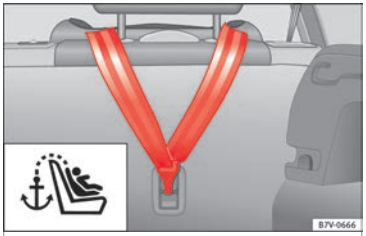

Fig. 38 Upper retaining strap hooked in the luggage compartment
- Hook the upper retaining strap to the corresponding retaining ring (for Top Tether) on the back of the seat backrest on the rear seat ››› **Fig. 38**.